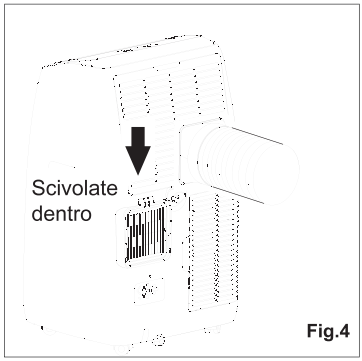

Fig.4
3. Installate l'ingresso del tubo nell'unità (Fig.4).